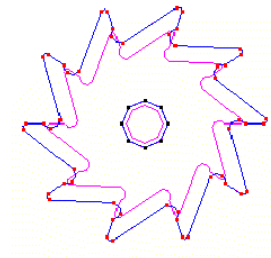

Figure 34. The selected points of the wheel profile
3. Select only the points on the wheel profile (Figure 34). One way of doing this is to select the entire part and then deselect the points that form the prism hole. Press **ESC** to conclude the selection process.